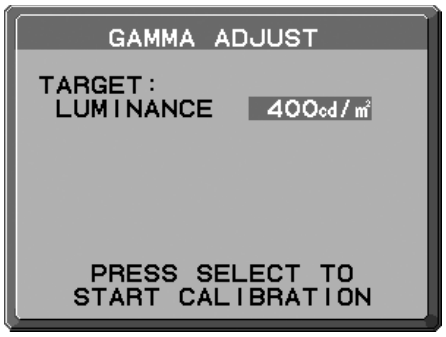

**Рисунок 2**
4. Установите значение параметра ЯРКОСТЬ (кд/м²) (**Рисунок 2**). Нажмите SELECT, чтобы начать процесс калибровки. Процесс может занять несколько минут, в зависимости от настроек пользователя.